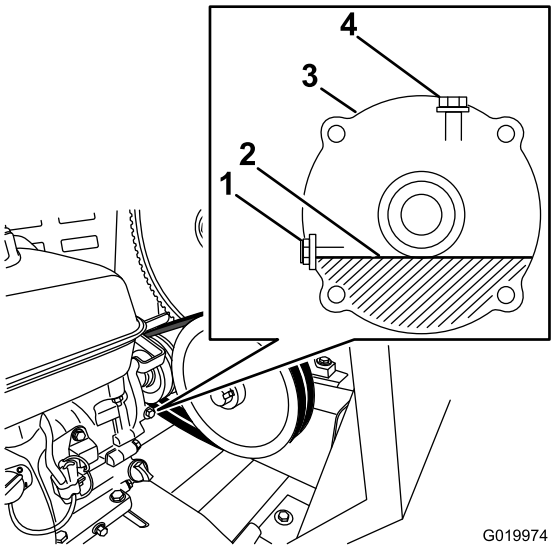

Figura 65
2. Localice la caja reductora entre el motor y la polea del motor (Figura 65).
4. Retire el perno y la arandela de comprobación del nivel de aceite del orificio de nivel de aceite (Figura 65).
A. Retire el perno y la arandela de llenado del orificio de llenado situado encima de la caja reductora (Figura 65).
C. Instale el perno de llenado y la arandela en el orificio de llenado de la caja reductora, y apriete el perno de llenado (Figura 65).
5. Cuando el aceite esté al nivel de las roscas de la parte inferior del orificio de nivel de aceite, instale el perno y la arandela de comprobación del nivel de aceite en el orificio y apriete el perno de comprobación del nivel de aceite (Figura 65).
8. Vierta lentamente aceite del tipo especificado en el orificio de llenado hasta que el nivel llegue a las roscas de la parte inferior del orificio de nivel de aceite (Figura 65).